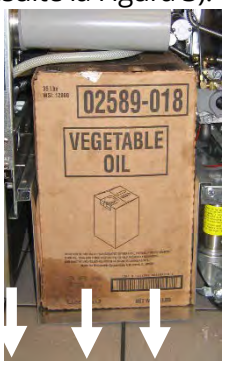

Figura 3
1. Abra el gabinete y deslice la JIB fuera del gabinete (consulte la Figura 3).
5. Deslice la JIB en la repisa dentro del gabinete de la freidora (como se ve en la Figura 3).